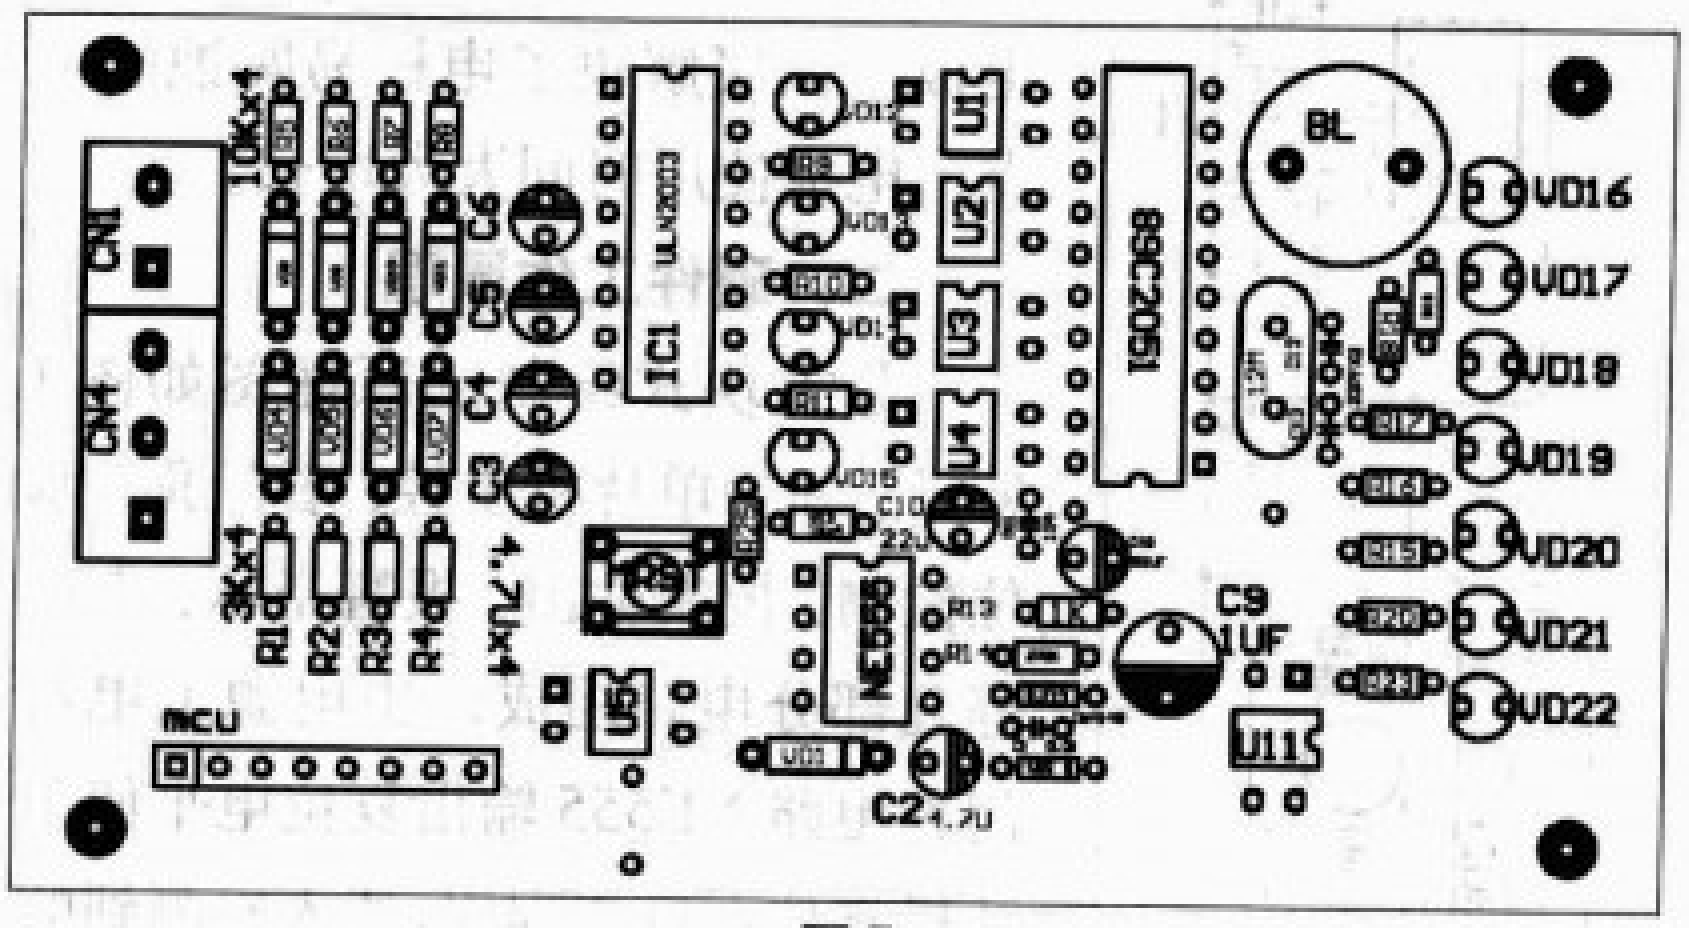
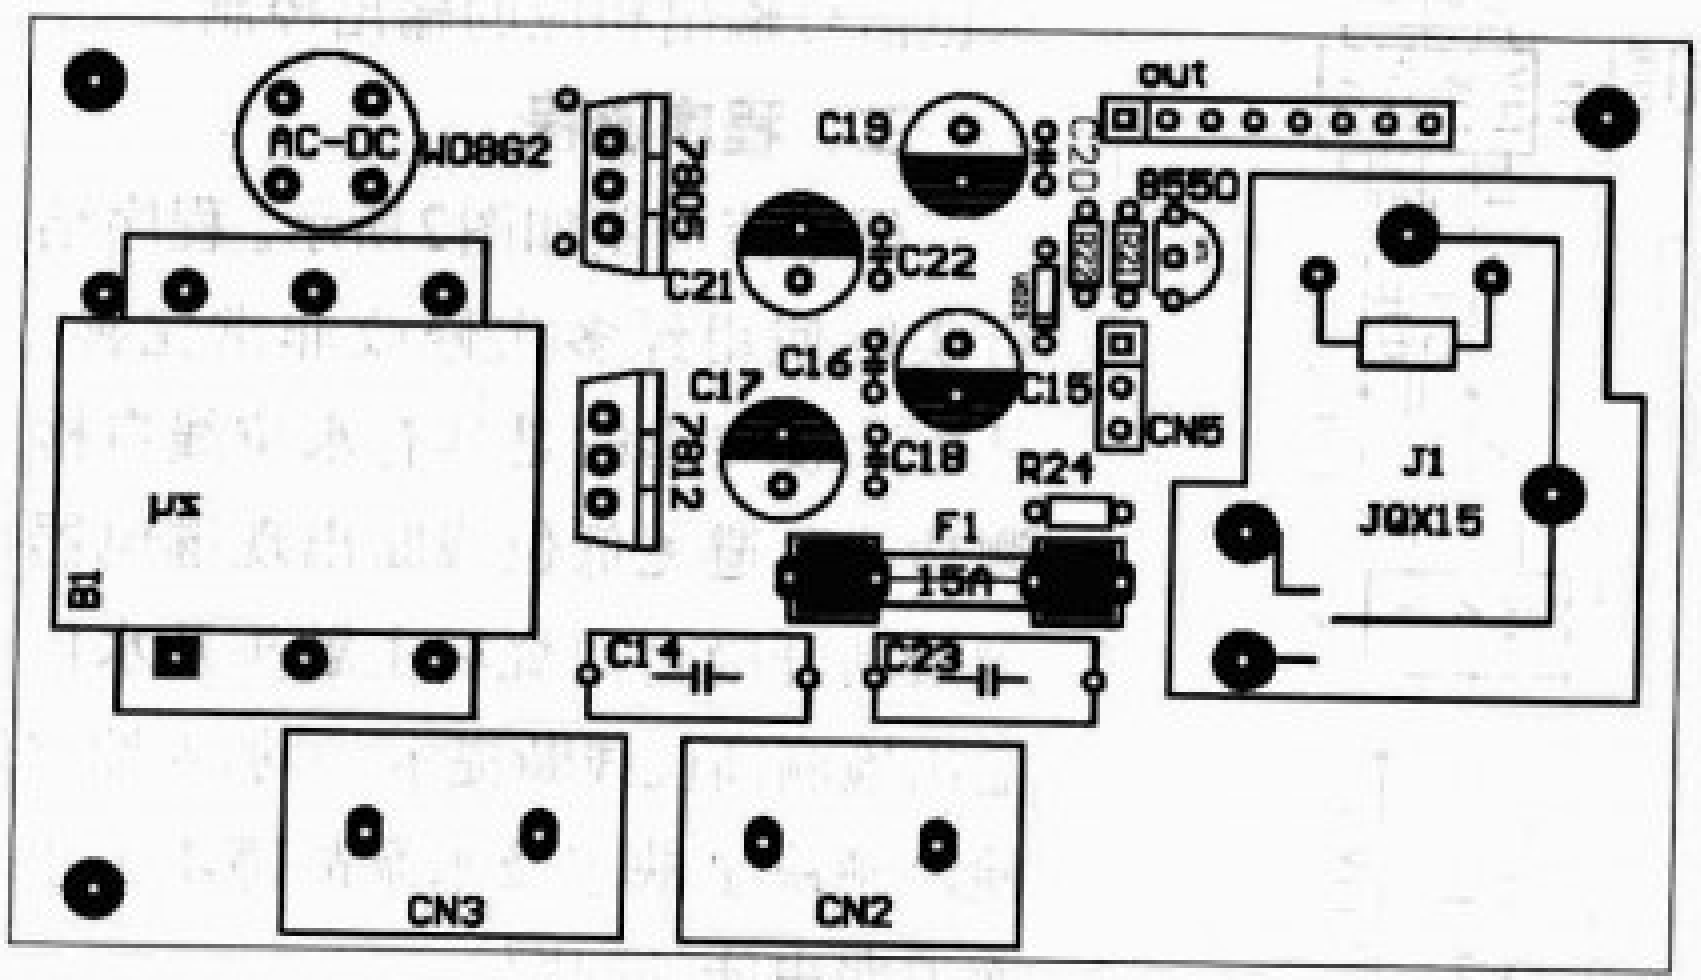

图5
图6
1. 用编程器将程序编译后得到的HEX文件烧写入AT89C2051中，接下来按图5及图6安装并焊接全部元器件。